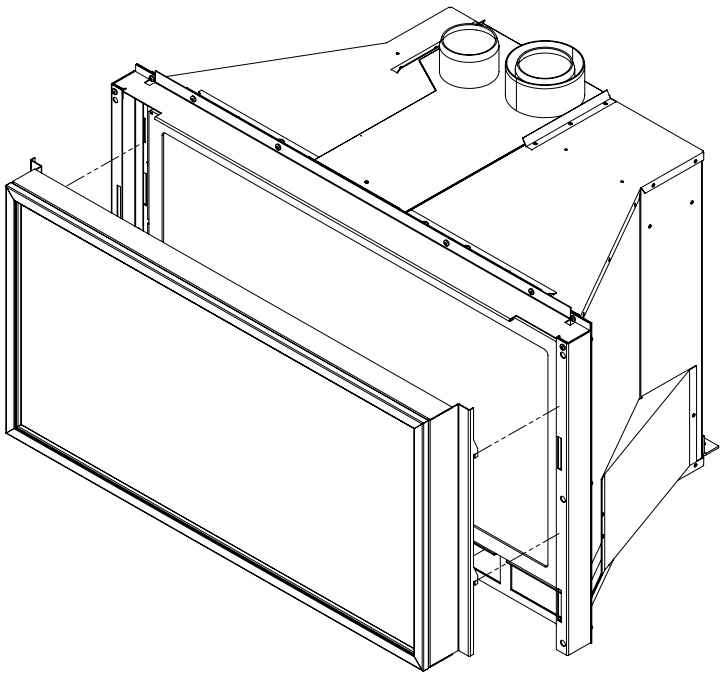

**Figure 31: Installing Safety Screen onto Brackets**
2. Lift the face upright in front of the fireplace with the four (4) hooks pointing towards the fireplace. Slide the hooks into the corresponding slots on each side of the cabinet (see Figure 31). Ensure the hooks are secure before releasing the safety screen.